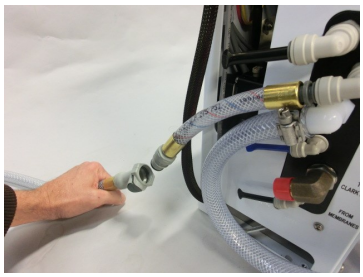

Fig. 2
7. Disconnect the quick release fitting from the pigtail coming from the "To Strainer" port on the manifold and connect the intake service hose per Figures 2 and 3. Route both service hoses into the 5 gallon (20 liter) bucket. Disconnect the product tube from the diversion valve, and using another small piece of tube, route it into the bucket.